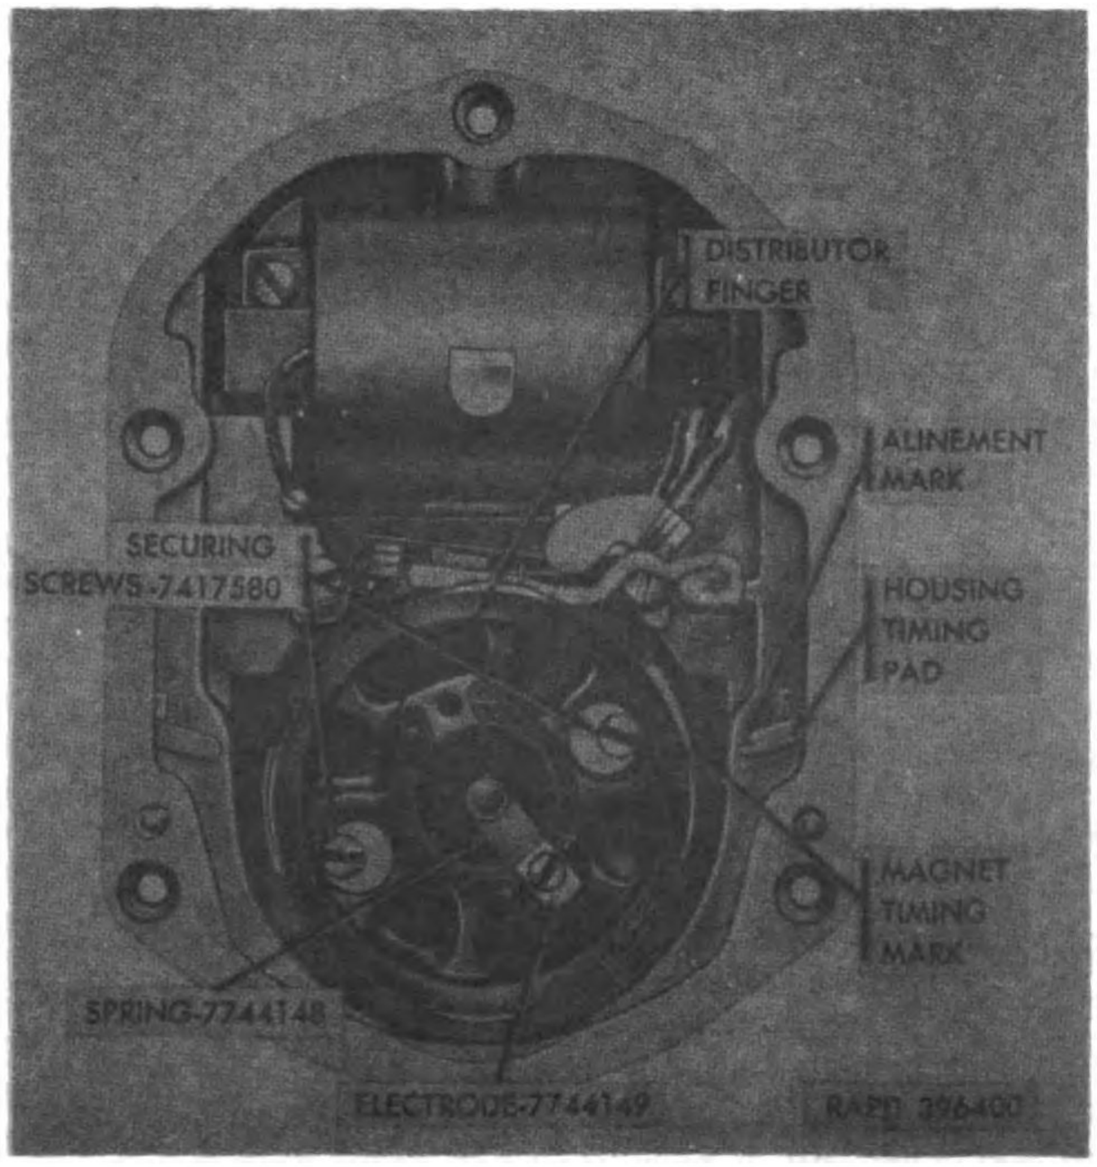

Figure 24. Correct position of distributor finger—type S4LN–32.
(1) If electrode (EE) and spring (FF) were removed, install new ones in the distributor finger (fig. 24) slot with the arrow pointing in a counterclockwise direction.
(2) Place the electrode so the curved end faces the rim of the finger and secure the spring and electrode with screw (DD).
(1) Place the distributor finger (GG) inside the breaker cam (HH) so the bosses on the back of the distributor finger engage the slots in the cam.
(2) Place the cam and distributor finger on the magnet (JJ) so the arrow on the distributor finger is alined with the timing mark on the magnet (fig. 24). Secure the distributor finger and cam to the magnet with two screws (YY), lockwashers (ZZ), and special washers (AB). Torque the screws to 12 to 15 pound-inch.